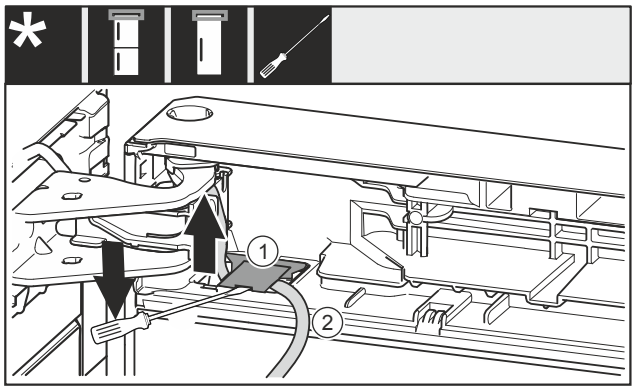

Fig. 26
- ▶ Mit Schlitzschraubendreher die Abdeckung *Fig. 26 (1)* anheben und herausziehen.
- ▶ Kabel *Fig. 26 (2)* herausziehen.